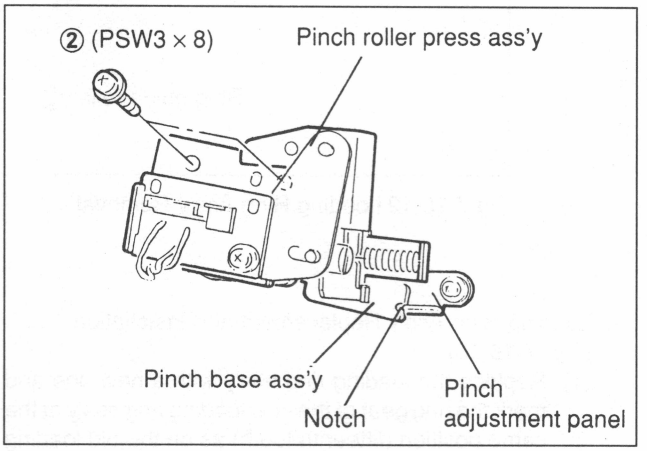

Fig.7-18-15 Pinch Roller Press Ass'y Installation
17. Pinch Roller Press Ass'y Installation (Fig. 7-18-15)